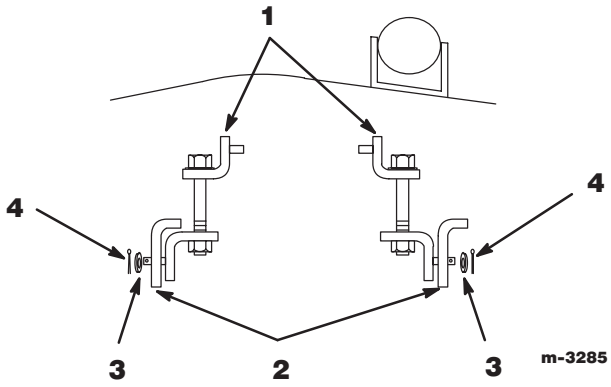

Figure 3
5. Tourner les liaisons réglables de manière à ce que la tête des boulons soit vers le haut, et les monter comme illustré entre les supports sur l’avant du plateau de coupe (Fig. 3).
6. Fixer les liaisons réglables aux supports à l’aide de rondelles de 12,7 mm (1/2”) et de goupilles fendues de 26 mm (1”) (Fig. 3).